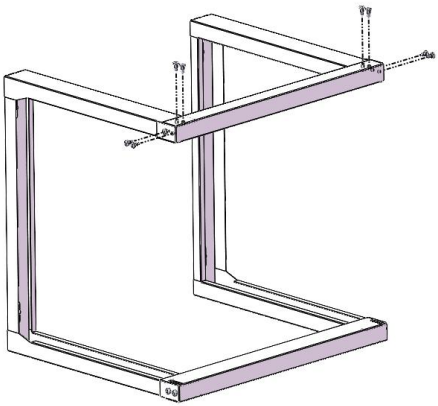

Figure 2
2. Insert the Top Crossbeam(2) into left U Type Support(1) and right U Type Support(1), Secure with 8pcs M5 assembly fix Screws(4).See Figure 2.